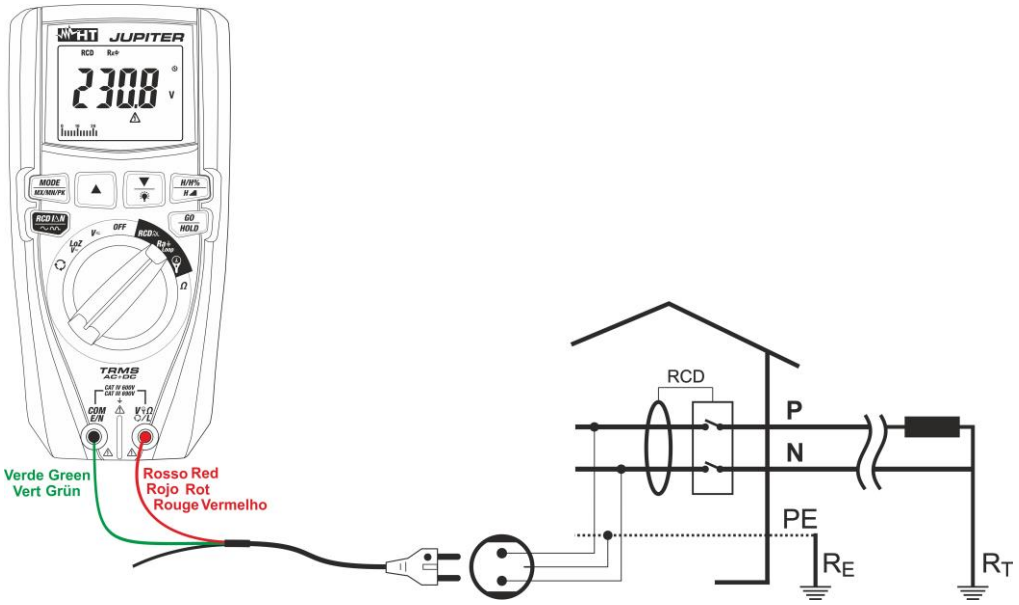

Fig. 17: Uso do instrumento para medir a resistência global de terra com cabo Schuko
5. No caso de usar um cabo com ficha shuko inserir o condutor vermelho no terminal de entrada **VΩ⏚L** e o condutor verde no terminal de entrada **COM/E/N** e ligar o instrumento à instalação em exame (ver Fig. 17). O valor da tensão Fase-Terra é apresentado no display.